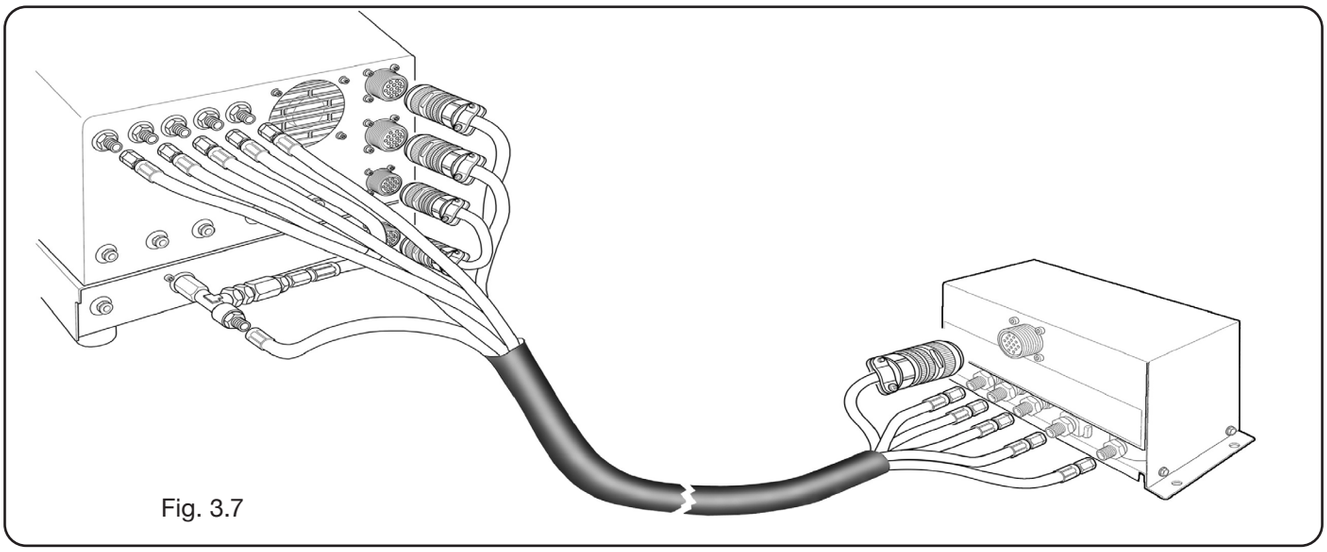

Fig. 3.7
• Enroscar el conector eléctrico en la salida “VALVE CONSOLE” (véase parte izquierda de fig. 3.7);
- Conectar el otro extremo del Art. 1166 a la consola válvulas PVC (Art. 469) para los tubos “plasma”, “secondary” y “auxiliary”, prestando atención a la correspondencia de las marcas. Fijar la PVC en el cabezal del pantógrafo, en proximidad de la antorcha (véase parte derecha de fig. 3.7);
• Efectuar por último la conexión del Art. 1189 enroscando el conector eléctrico en la salida “POWER SOURCE” (véase parte izquierda de fig. 3.7).
• Conectar el otro extremo del Art. 1166 a la consola válvulas PVC (Art. 469) para los tubos “plasma”, “secondary” y “auxiliary”, prestando atención a la correspondencia de las marcas de los tubos gas. Fijar la PVC en el cabezal del pantógrafo, en proximidad de la antorcha (véase parte derecha de fig. 3.7).